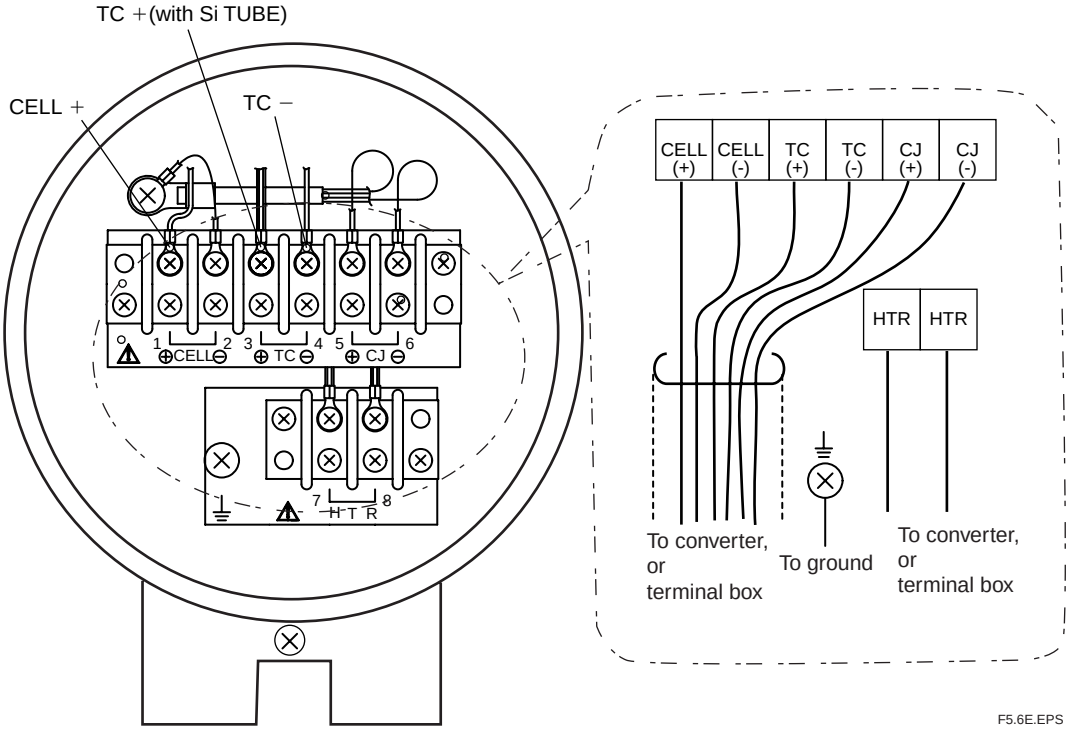

Figure 5.6 Detector terminals
(2) If the ambient temperature at the location of wire installation is 80 to 150° C, be sure to use a flexible metallic wire conduit. If a non-shielded " 600V silicon rubber insulated glass braided wire " is used, keep the wire away from noise sources to avoid noise interference.
(3) Figure 5.6 shows the layout of the detector terminals.